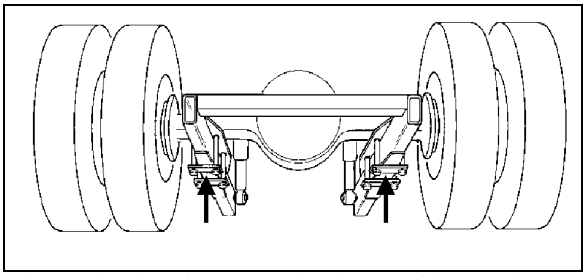

FIGURE 6: POINTS DE LEVAGE SUR L'ESSIEU MOTEUR
8. Poser des appareils de levage sous les points de levage d'essieu pour soutenir le poids de l'essieu (se reporter à la Figure 6).